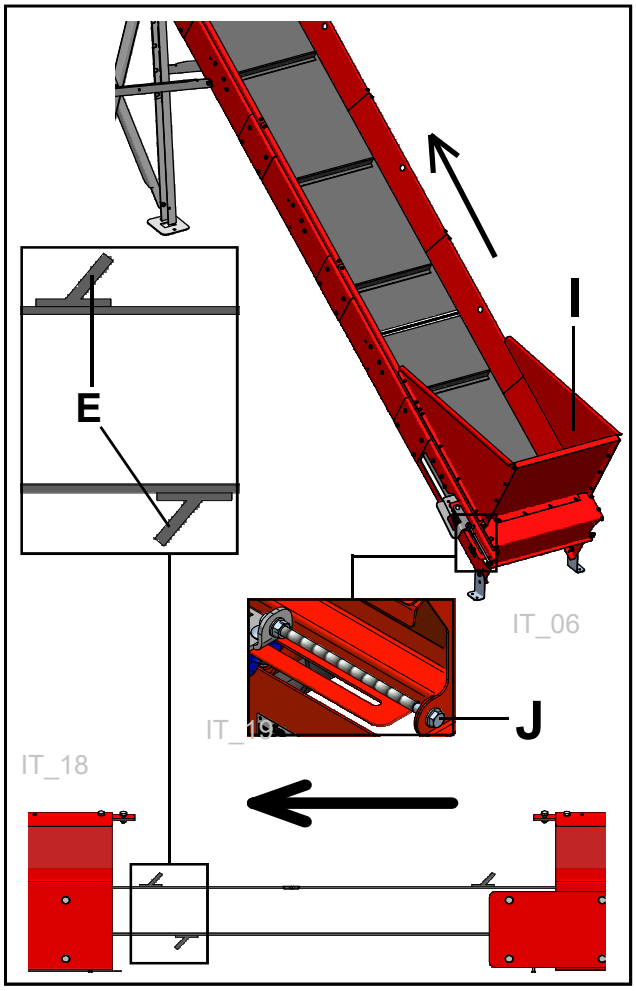
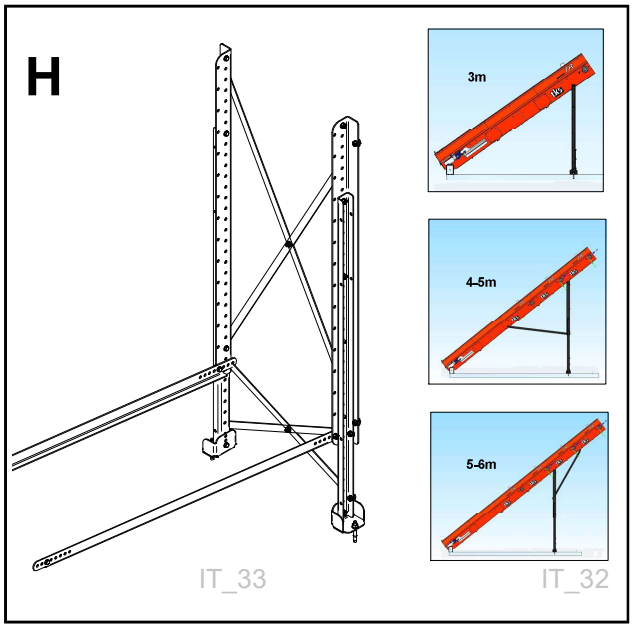

Fig. 7a
Fig. 7b
- Das Band vorschriftsgemäß montieren. **Siehe Abb. 7a.**
Siehe Abb. 7a und Abb. 7b
Siehe die Montageanleitung in **Abb. 7b**